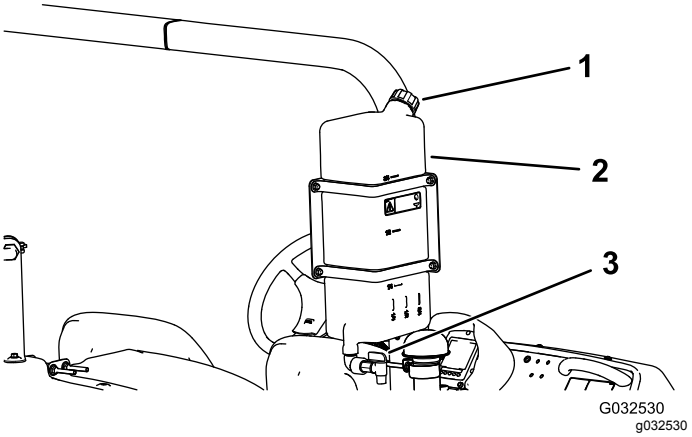

Figur 27
- Fyll tanken genom att skruva av locket ovanpå tanken, fyll på med färskvatten och sätt tillbaka locket (Figur 27).
- Vrid reglaget på pluggen för att öppna pluggen till färskvattentanken (Figur 27).